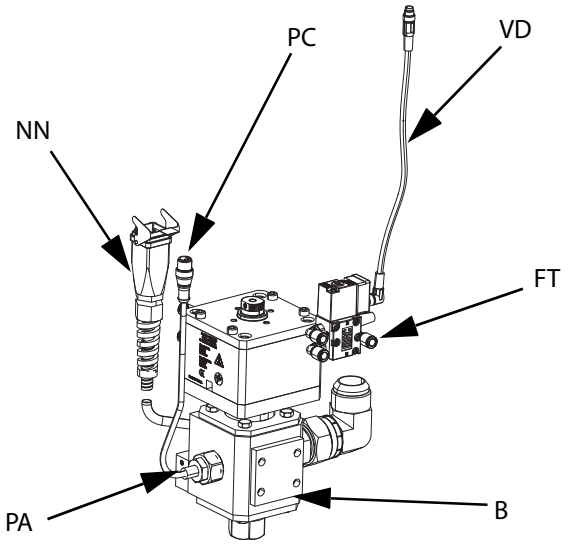

RYS. 24
9. Podłączyć przewód powietrza (AR) (niedostarczony) do złącza powietrza (FT) na elektromagnetycznym zaworze dozowania. Zachęcamy do zapoznania się z części". Patrz RYS. 24.
a. Podłączyć kabel zaworu elektromagnetycznego (VC) do 4-wtykowej końcówki M8 kabla rozdzielacza podłączonej do 4 portu agregatu elektrycznego (AB). Patrz **Złącza komunikacyjne agregatu elektrycznego** dla pojedynczych systemów nurnikowych, na stronie 16. Patrz RYS. 24.
b. Podłączyć dołączoną do zestawu 90-stopniową końcówkę 4-wtykowego kabla M8 (VD) do zaworu dozującego, a następnie końcówkę prostą kabla zaworu elektromagnetycznego do (VC). Patrz RYS. 24.
a. Podłączyć kabel elektromagnetycznego zaworu dozującego do złącza elektromagnetycznego zaworu dozującego systemu tandemowego (YY) na bloku tandemowym (R).
b. Podłączyć dołączoną do zestawu 90-stopniową końcówkę 4-wtykowego kabla M8 (15N040) do zaworu dozującego, a następnie końcówkę prostą kabla zaworu elektromagnetycznego do (VC). Patrz RYS. 24.
c. Podłączyć jedną męską końcówkę 4-wtykowego rozgałęźnika M8 (TT) na bloku tandemowym (R) do 4-wtykowego końca kabla rozgałęźnika M8 podłączonego do portu 4 agregatu elektrycznego (AB) dla nurnika 1 i 2. Patrz **Złącza komunikacyjne agregatu elektrycznego** dla **Nurnik tandemowy**, na stronie 17.